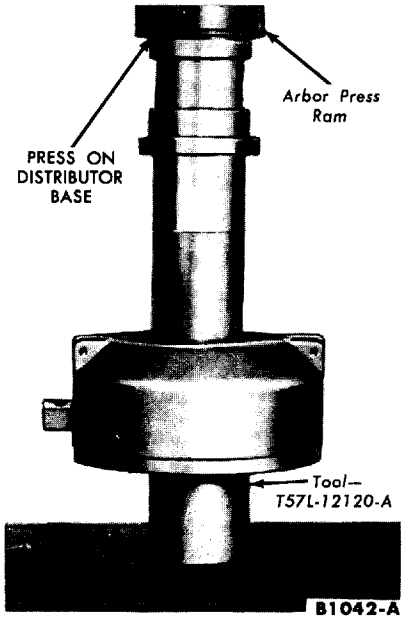

FIG. 12—Bushing Installation
1. Oil the new bushing, and install it on the bushing replacer tool. Install the bushing (Fig. 12). When the tool bottoms against the distributor base, the bushing will be installed to the correct depth.